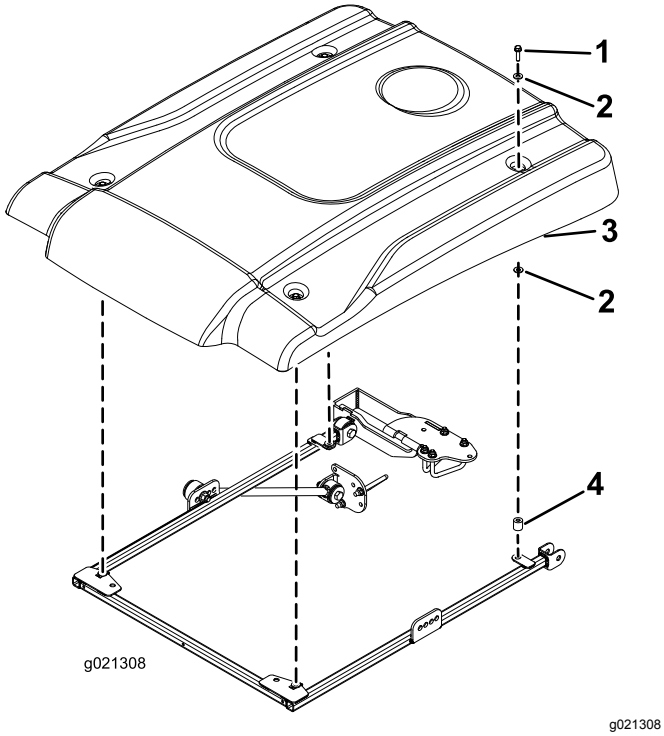

Figure 37
11. Lors de l'alignement des trous de fixation, positionnez le pare-soleil sur le cadre comme montré à la Figure 37.
12. Fixez légèrement chaque coin du pare-soleil au cadre avec un boulon à embase (5/16" x 1-1/4"), 2 petites rondelles et une entretoise (Figure 37). Placez une rondelle de chaque côté de la bague en caoutchouc du pare-soleil.